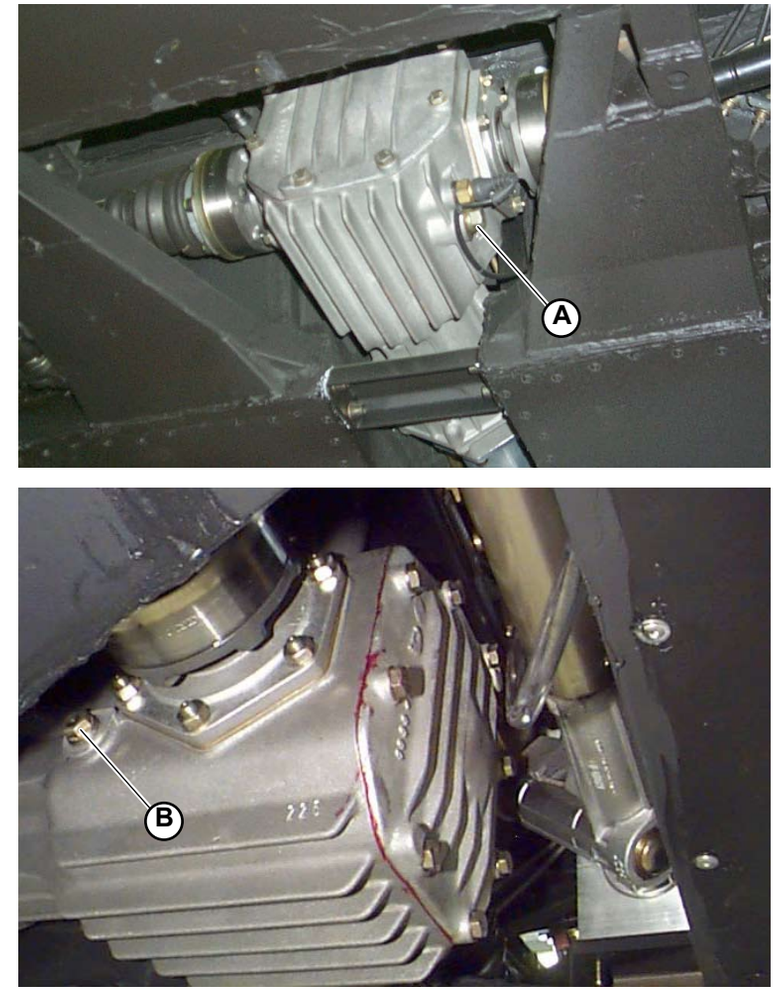

Fig.1
- Remove the drain plug (**A-Fig.1**) and allow the differential oil to drain out; clean the plug and then tighten it.
- Pour in oil of the prescribed type through the filler until the oil level (**B-Fig.1**) reaches the lower edge of the filler.